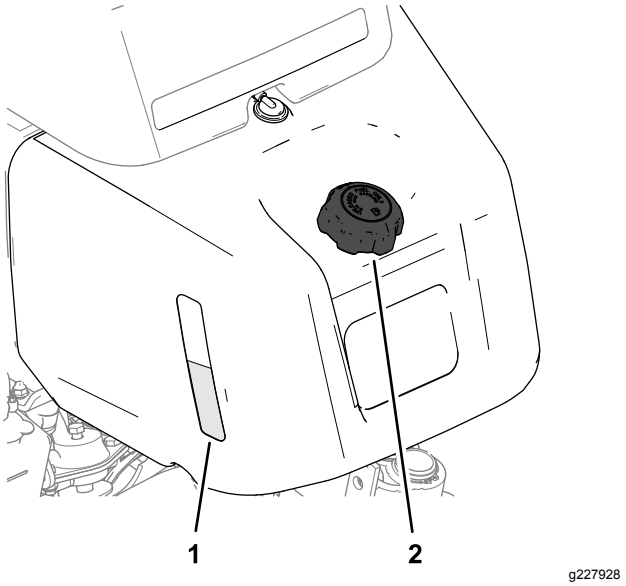
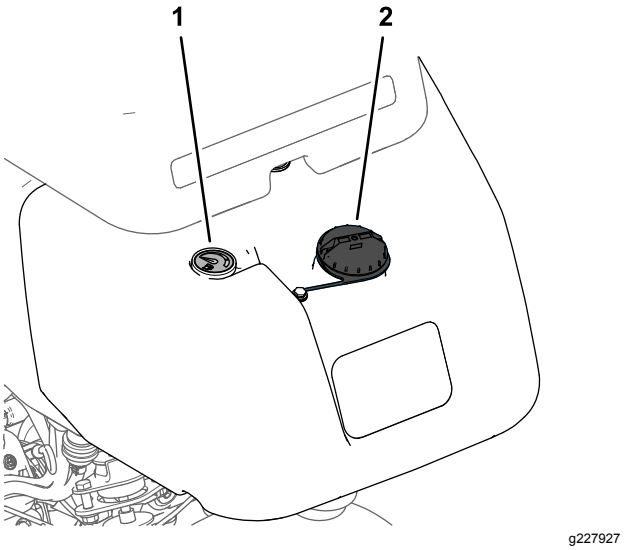

Figur 20
Figur 21
1. Rengør området omkring brændstofdækslet, og afmonter det (Figur 20 eller Figur 21).